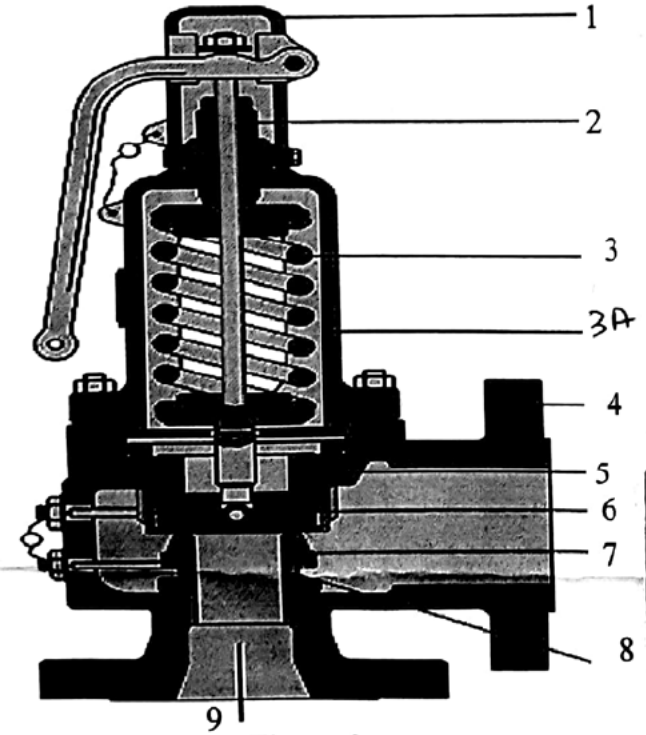
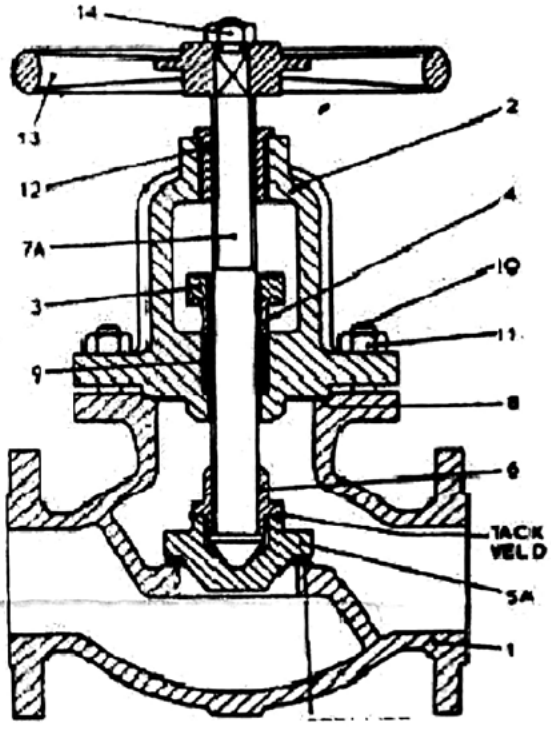

Figure 2
Figure 3
b. Name the various parts of the valve as shown in Figure 2 and Figure 3. (8)
c. Draw Sketches of the; Single pass, Two pass, Three pass and Four pass types of super heater coils. (5)